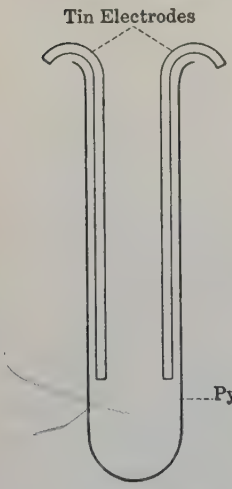

Fig. 5.
10. Non-Conductivity of Solutions of Non-Electrolytes. Assemble a conductivity cell as illustrated in Fig. 5. Be very sure that the test tube which you use for the cell is perfectly clean. In this cell place enough distilled water to cover the electrodes to a depth of at least 4 cm. Connect the electrodes with the terminals of the conductivity apparatus on the side tables. This is merely a source of direct current so arranged that a lamp bulb is in series with the cell. If any current passes through the cell, the bulb will light. Is pure water a conductor of the electric current?